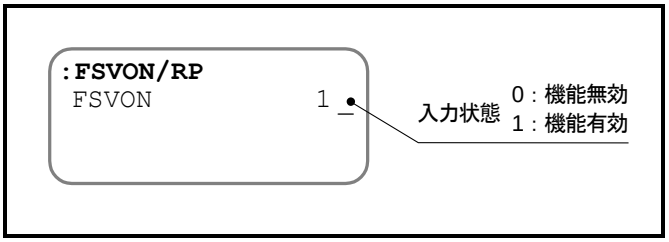

図 A-4：機能モニタの表示例
- たとえば，「図 A-4：機能モニタの表示例」の例では SVON **入力**：**サーボオン** 機能の入力状態をモニタしています．仮に SVON 入力が B 接点であったとしても，サーボオン入力が有効であるということを示しています.